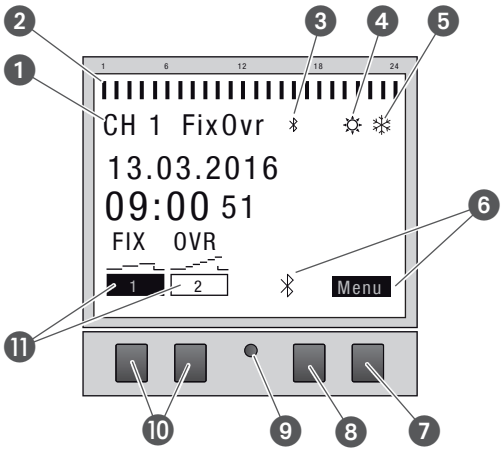

Abb. 2: Displayaufbau
Funktionsanzeigen der beiden rechten Tasten (Abb. 2/❼ + ❽)
Funktionsanzeigen der beiden linken Tasten (Abb. 2/⑩)
Die Menüstruktur erscheint auf dem Display nach Betätigung der Menü-Taste (Abb. 2/❼).